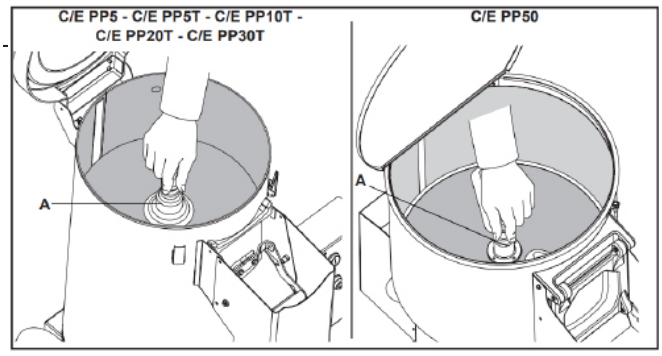

Fig. 7
- Using the appropriate handle (Fig. 7, reference A), remove the scraping disc and, using water, remove the remaining peel from the